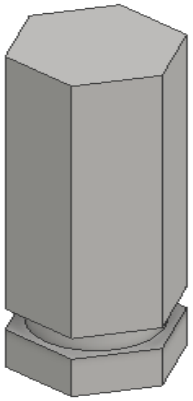

Figure 17-34 *The iFeature applied to the model*
20. Choose the **Finish** button; the iFeature is applied to the model, refer to Figure 17-34. You will notice that the **iFeature1:1** node is created in the **Browser Bar**.